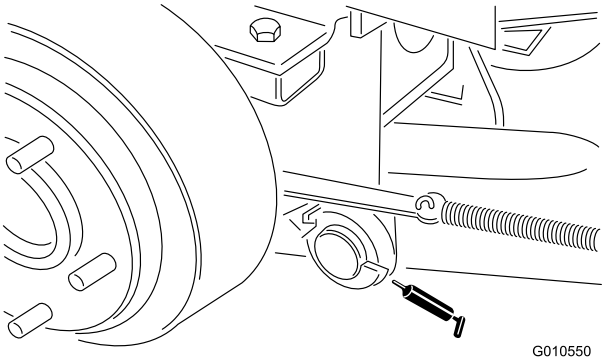

Figur 16
- Höger och vänster lyftarmssvängtappar (Figur 16)